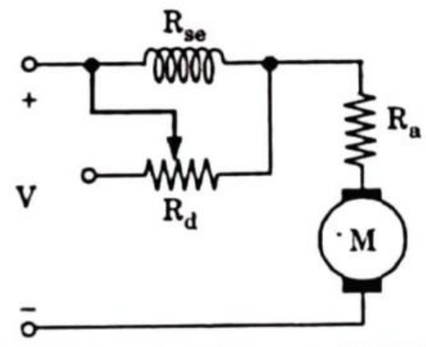

Fig. 3.11.2. Diverter in parallel with the series of DC motor.
8. The variation of field current in a series motor is done by a variable resistance R_d is connected in parallel with the series field windings as shown in Fig. 3.11.2. The parallel resistor is called the diverter. A portion of the main current is diverted through R_d.